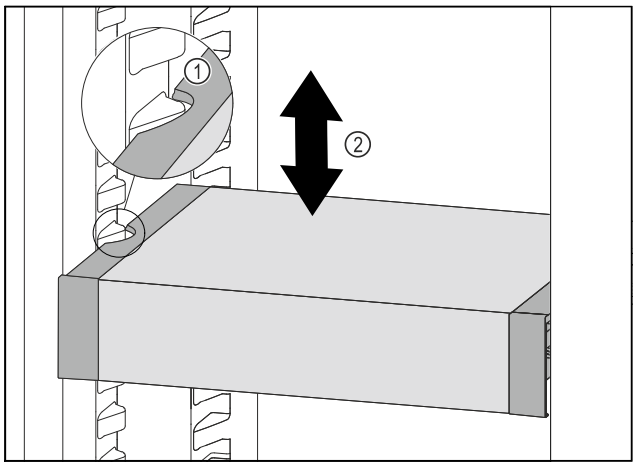

Fig. 177
▶ Trageți în față VarioSafe, până când degajările laterale ale VarioSafe se află la înălțimea nervurii recipientului din frigider. *Fig. 177 (1)*
▶ Mișcați în sus sau în jos VarioSafe în frigider, până când este atinsă înălțimea dorită. *Fig. 177 (2)*